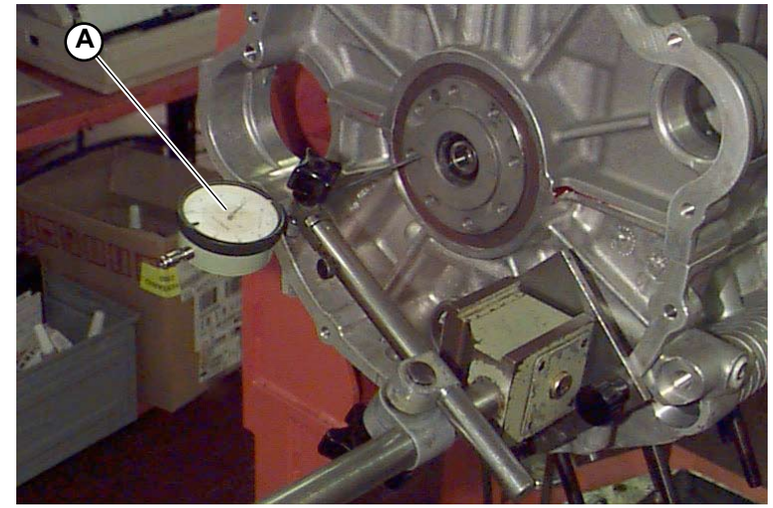

Fig.1
1. Install the dial gauge as shown in the figure (**A-Fig.1**).